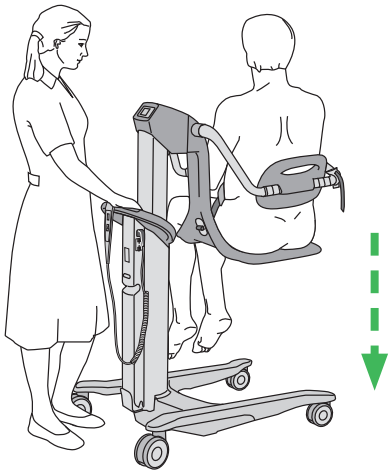

Abbildung 38
8. Den Badesitzlifter auf eine ergonomische Transferhöhe für die Pflegekraft einstellen. Siehe Abbildung 38.